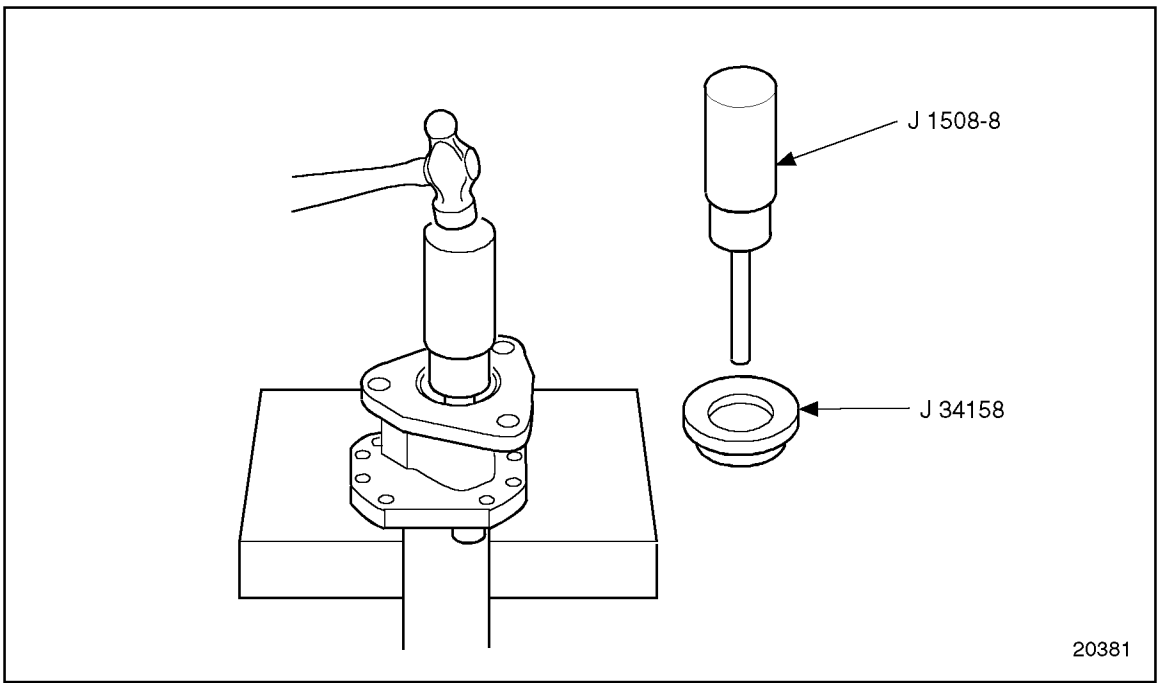

Figure 2-65 Installing Inner Oil Seal
4. Support the pump body on wood blocks, hub side up, and insert the pilot into the shaft bore positioning the seal on the bore. Use a light hammer and drive the inner seal into the bore until the adaptor is bottomed against the pump body. See Figure 2-65.